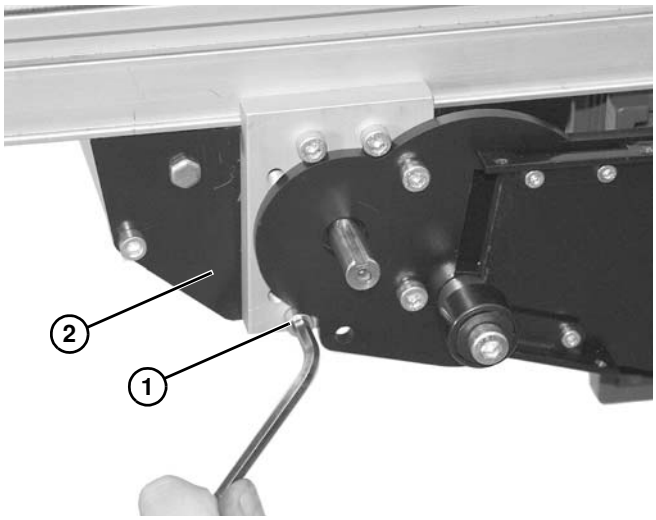

Figure 42
2. Retirer les deux vis **(Figure 42, élément 1)** du bas de l'ensemble d'entraînement médian **(Figure 42, élément 2)**.